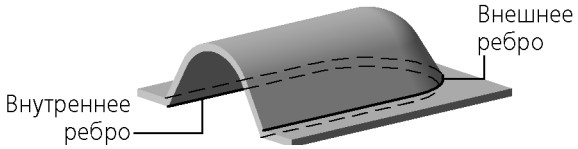

Рис. 112.3. Внутренние и внешние ребра основания
**Ребра основания** — ребра, образующиеся на стыках граней боковых стенок штамповочного элемента и граней прилегающих к нему плоских участков листового тела. При этом ребра, принадлежащие внутренним боковым граням штамповочного элемента, считаются **внутренними ребрами основания**, а принадлежащие внешним боковым граням — **внешними ребрами основания** (рис. 112.3).